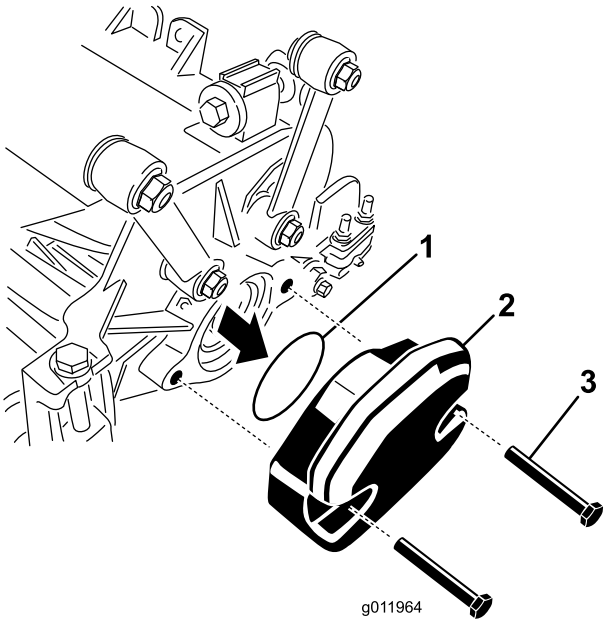

Rysunek 6
1. Na jednostce tnącej nr 3 odkręć 2 śruby niewypadające mocujące przeciwwagę do lewej strony jednostki tnącej. Zdemontuj przeciwwagę (Rysunek 6).